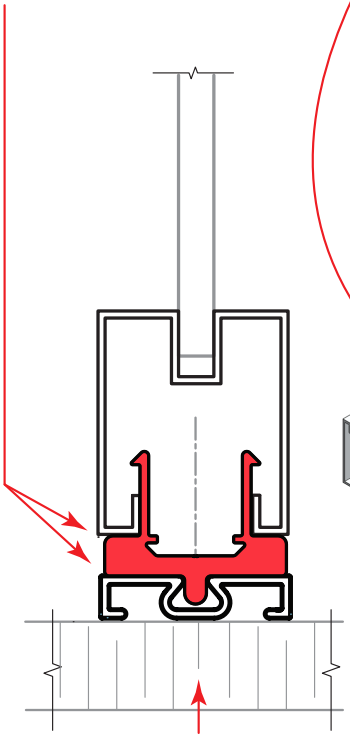

FIG. 2 - SURFACE MOUNT
2) On the floor surface (FIG. 2)